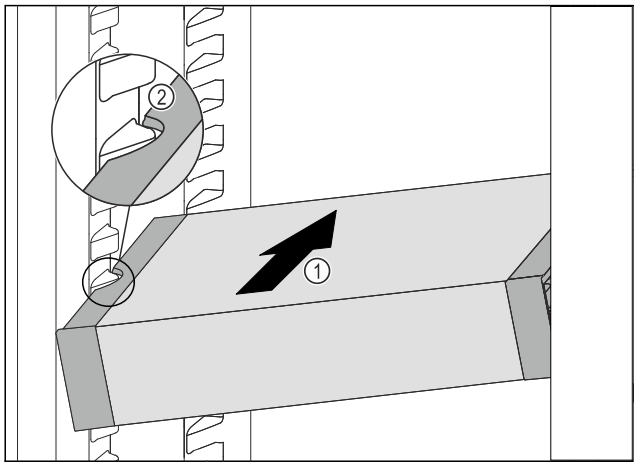

Fig. 167
▶ Insérer le VarioSafe en biais dans la partie réfrigérateur *Fig. 167 (1)* jusqu'à ce que les encoches latérales *Fig. 167 (2)* du VarioSafe se trouvent à la hauteur de la nervure du bac dans la partie réfrigérateur.